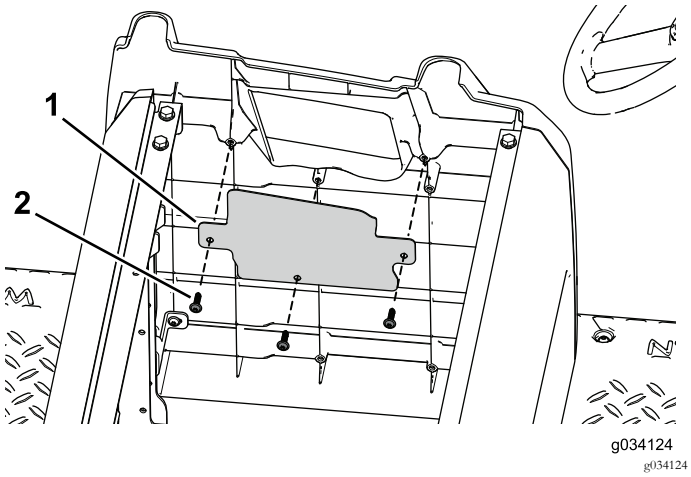

Bild 44
2. Befestigen Sie die Öffnungsabdeckung mit den drei Blechschrauben an der Seitenplatte (Bild 44).